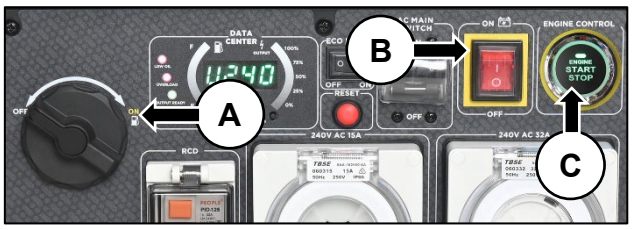

Figure 9 Fuel Control Switch, Battery Control Switch and Engine Control Button
2. Turn the fuel control switch clockwise to the ON position (see Figure 9, A).
3. Push the battery switch to the ON position (see Figure 9, B).
1. Momentarily push and release the engine control button whereupon the electric starter motor will automatically engage and start the engine (see Figure 9, C).